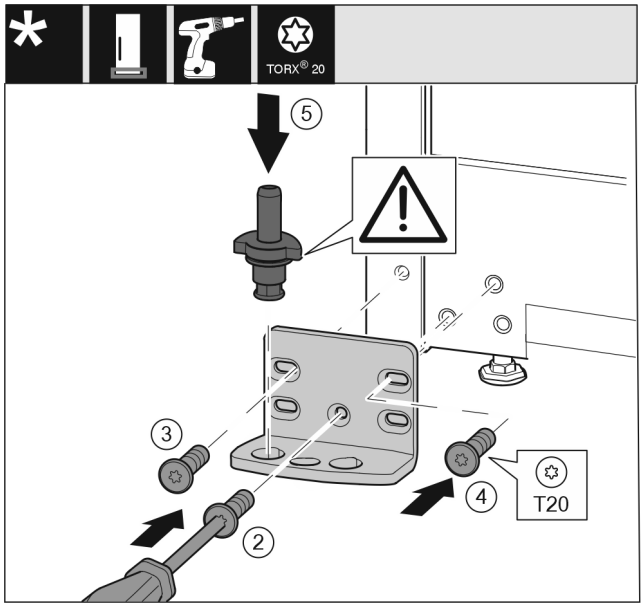

Fig. 19
▶ Lagerbock auf der anderen Seite ansetzen und mit Hilfe eines Schraubendrehers T20 anschrauben. Mit Schraube 2 unten in der Mitte beginnen. *Fig. 19 (2)*
▶ Schraube 3 und 4 festschrauben. *Fig. 19 (3,4)*
▶ Lagerbolzen komplett einsetzen. Dabei darauf achten, dass der Rastnocken nach hinten zeigt. *Fig. 19 (5)*